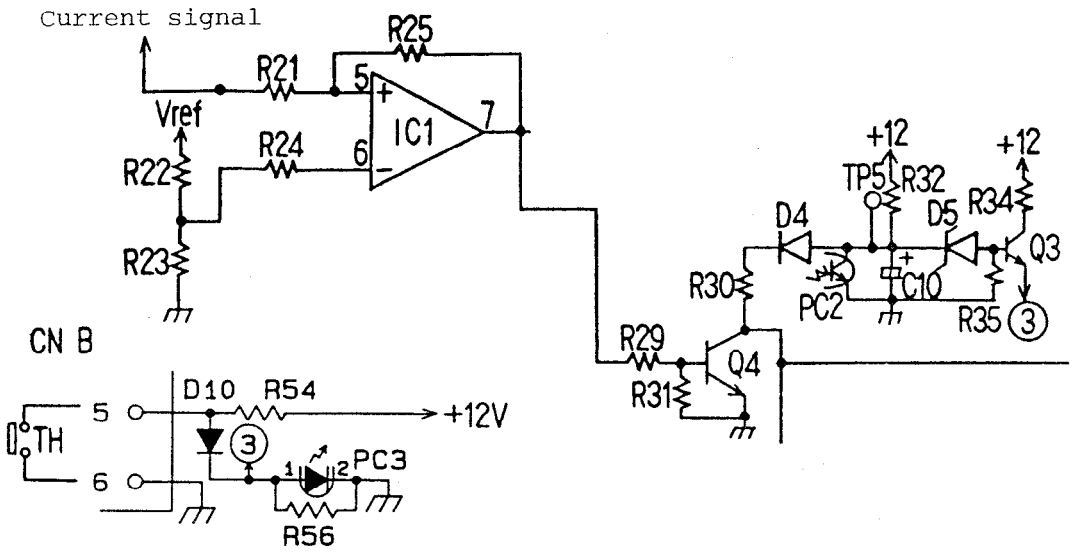

Fig. 12 IGNITION-TIMER
(17) IGNITION-TIMER (PB2) (Fig. 12)